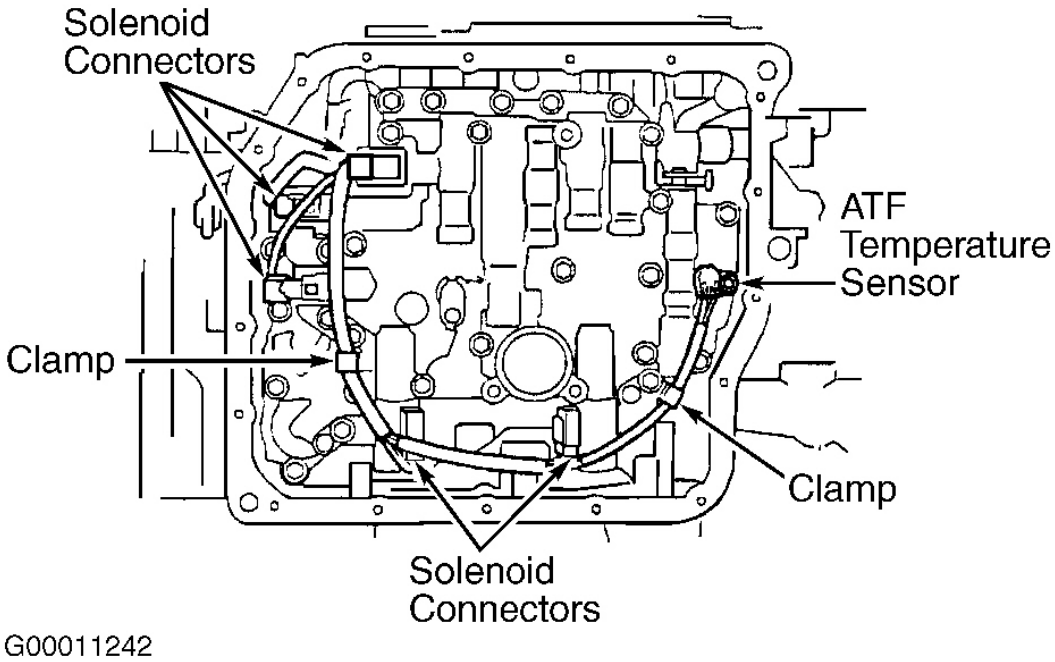
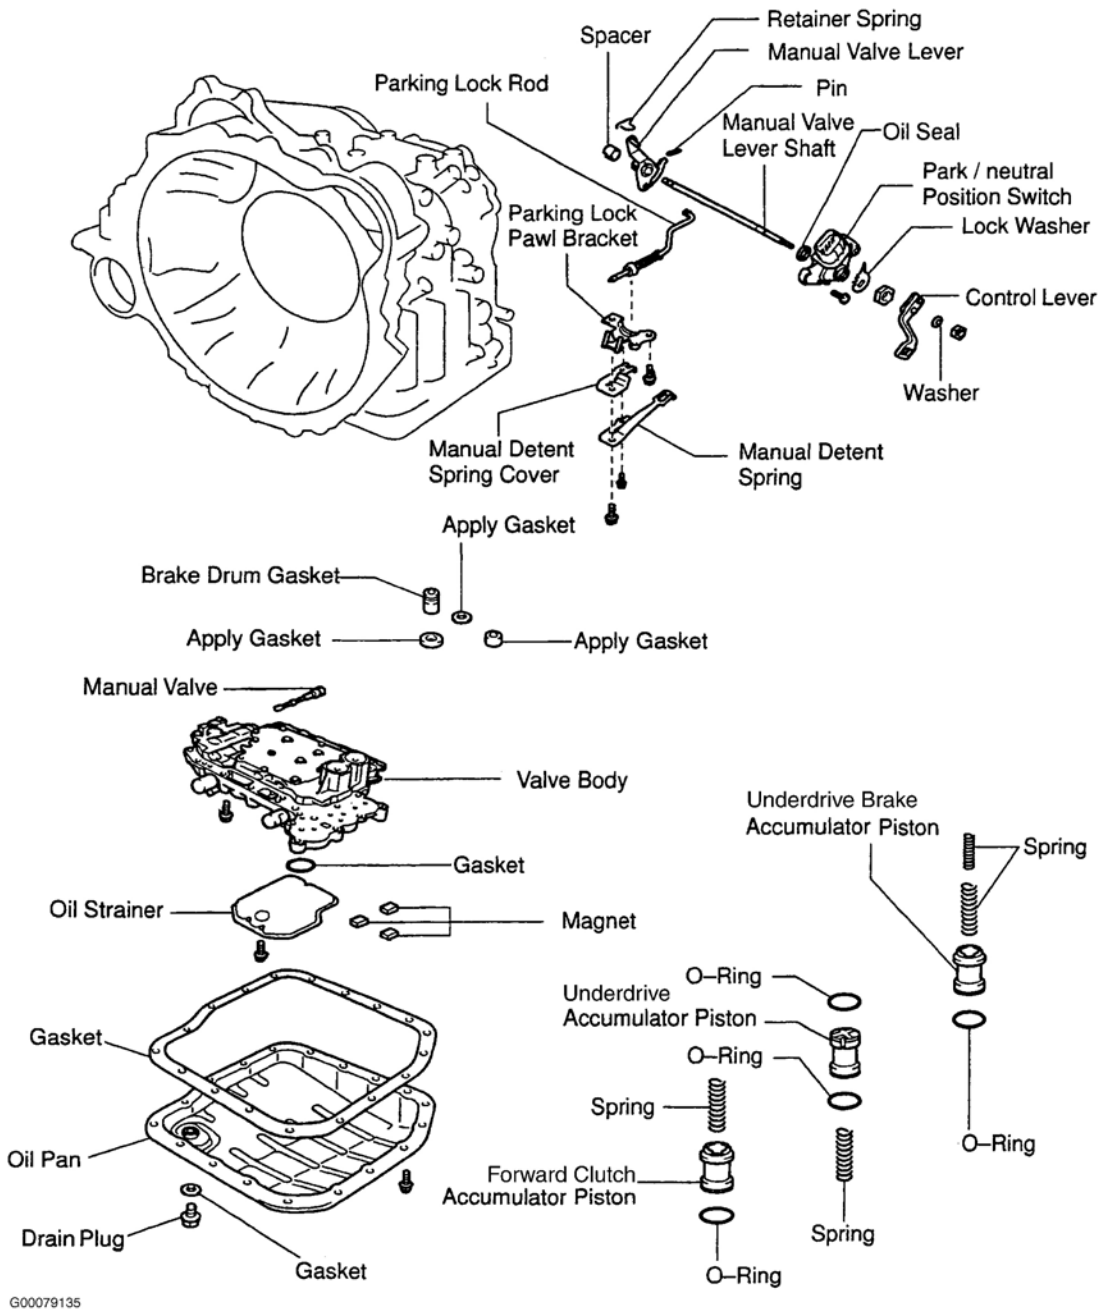
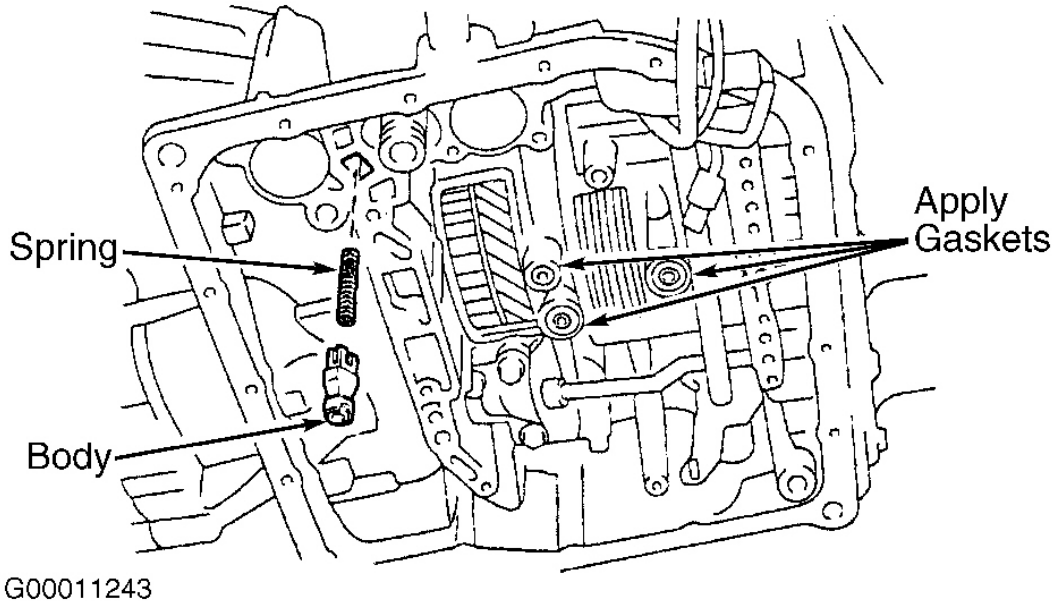
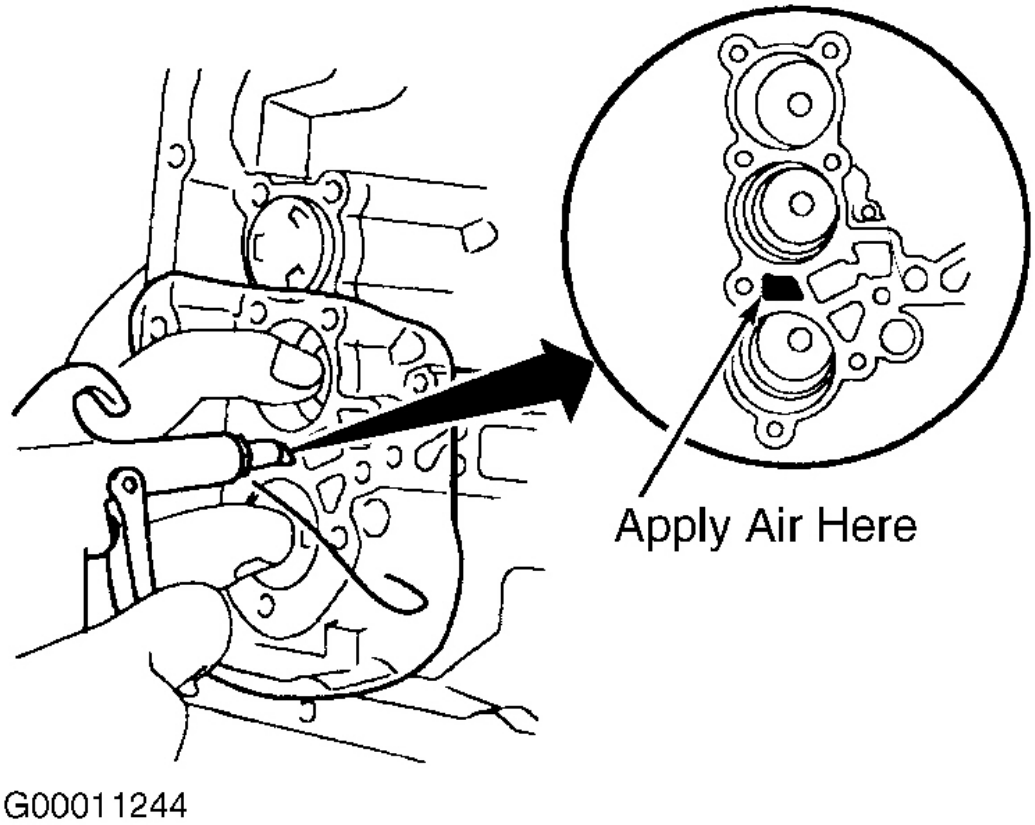

Fig. 8: Locating Fluid Temperature Sensor & Solenoid Connectors
Fig. 9: Exploded View Of Transaxle Valve Body & Parking Lock Components
Fig. 11: Locating Check Ball Body & Spring, & Apply Gaskets (3)
Fig. 12: Removing Underdrive Clutch Accumulator Piston
1. Remove nut, washer and control shift lever. Using a screwdriver, unstake lock tab. Remove 2 bolts and nut, and remove park/neutral position switch. See **Fig. 9**.
3. Place transaxle on wooden blocks. Remove 18 bolts, oil pan and gasket. Disconnect 5 shift solenoid connectors. Remove bolts, clamps and fluid temperature sensor. See **Fig. 8**. Remove transaxle wiring harness with solenoid connector from transaxle case. Remove oil strainer and gasket. See **Fig. 9**.
5. Remove 3 apply gaskets, check ball body and spring. See **Fig. 11**. Remove brake drum gasket, located near apply gaskets. See **Fig. 9**. Remove underdrive clutch accumulator spring. Using 57 psi (4 kg/cm_2) of compressed air applied to transaxle case, remove underdrive clutch accumulator piston. See **Fig. 12**. Cover piston with shop towel during removal.
7. Using needle nose pliers, remove manual valve lever retainer spring. Remove 2 bolts, manual detent spring and cover. See **Fig. 9**. Remove 2 bolts and parking lock pawl bracket. Using a hammer and chisel, unstake and remove spacer. Using a pin punch and hammer, drive out roll pin. Ensure pin does not fall into transaxle case.
8. Remove manual valve lever shaft and manual valve lever. Remove parking lock pawl rod from manual valve lever. Using a screwdriver, remove shaft oil seal. See **Fig. 9**. Position transaxle case with oil pump assembly facing upward.